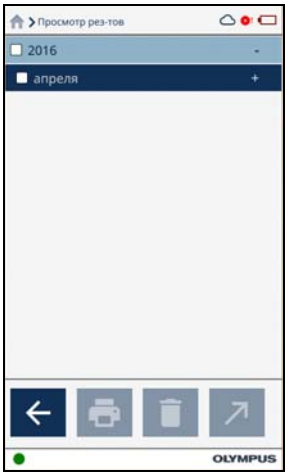

Рис. 2-39 Просмотр результатов — По месяцам
2. Нажмите на год для отображения месяца (см. Рис. 2-39 на стр. 48)